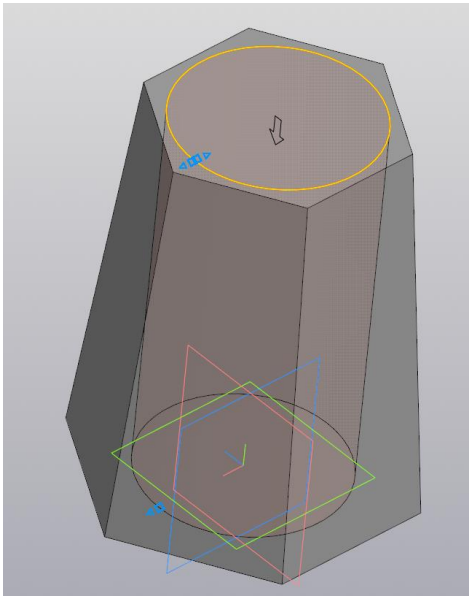

Рис. 8.5
5) Выберите команду Вырезать выдавливанием . Установите параметры: ***Способ*** – Через все. Проверьте чтобы появился фантом цилиндрического отверстия внутри пирамиды (рис. 8.5). Если фантом не появился, то нажмите ***Сменить направление***.